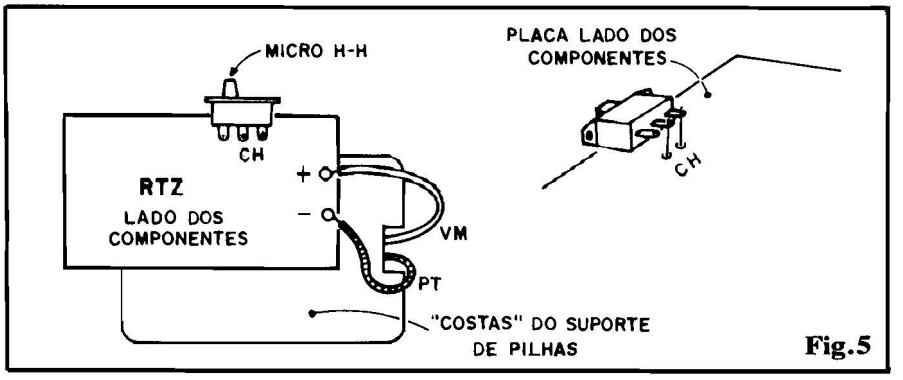

Fig.5
- **FIG. 5** - CONEXÕES EXTERNAS - Já que o microfone e LEDs são ligados diretamente à placa (ver figura anterior), restam muito poucas conexões a serem feitas... Uma delas compreende a ligação da micro-chave H-H, que deve ser precedida de cuidados semelhantes aos recomendados para o microfone de eletreto, ou seja: a anexação de pequenos prolongamentos de fio nú e rígido aos terminais originais, dispostos em ângulo reto com os dito cujos, de modo que a tal chavinha possa situar-se lateralmente à placa, bem junto aos seus pontos de ligação (codificados como "CH"). Dependendo das reais dimensões do interruptor, e também do comprimento dos seus próprio terminais, três posições básicas podem ser estudadas: ou ela fica **sob** a placa, ou **sobre** a placa, ou ainda em situação nitidamente lateral, com seus terminais "entrando"